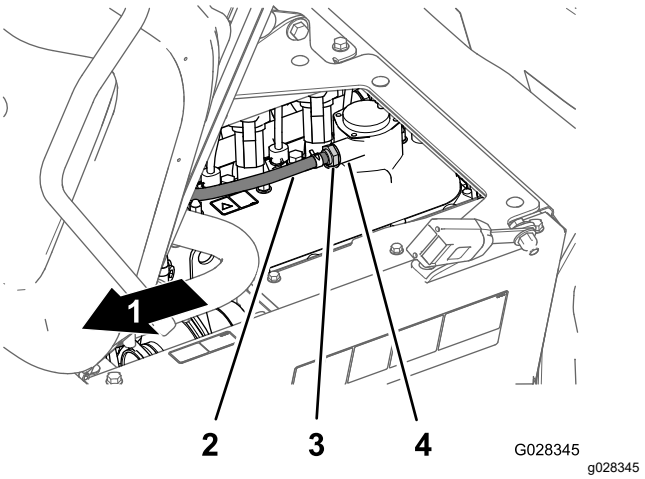

図 81
2. バルブカバーのフィッティングからPCVバルブを取り外す図 81。
注 バルブ内部にあるレストリクタがカラカラと音を立てる場合は継続使用可能。バルブを振っても中から音がしない場合は PCV を交換する図 81。
4. バルブカバーのフィッティングの一番奥までPCVバルブを押し込む図 81。